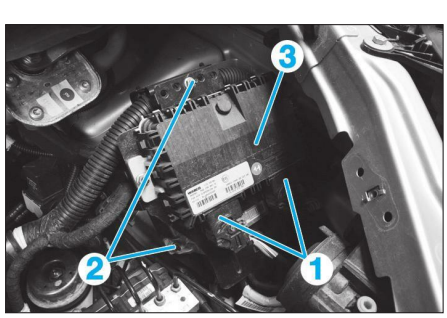

Fig. 29
• Débrancher les 2 connecteurs (1) **(Fig.29)** du calculateur de gestion de la suspension pneumatique.